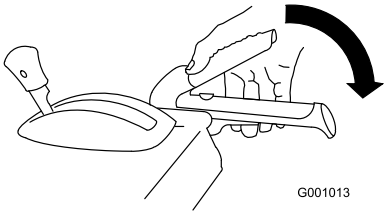

Figur 28
1. For å aktivere spiralblads-/viftehjulsdrivverket, klem den høyre spiralblad-/viftehjulfunksjonsspaken til håndtaket (Figur 28).